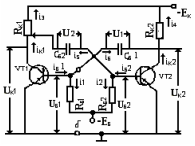

Рис. 1.8
8. Показать по схеме мультивибратора с КБ связями (рис.1.8) дополнительный источник смещения и объяснить его назначение.